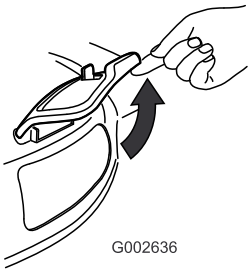

Figur 34
2. Lyft upp sidoutkastarluckan (Figur 34).